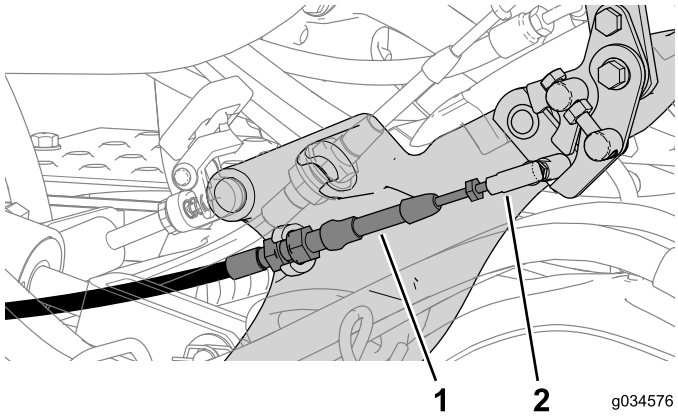

Bild 24
2. Schließen Sie den Zug für die arretierte Neutral-Stellung an der Pedalgangschaltung an (Bild 24).